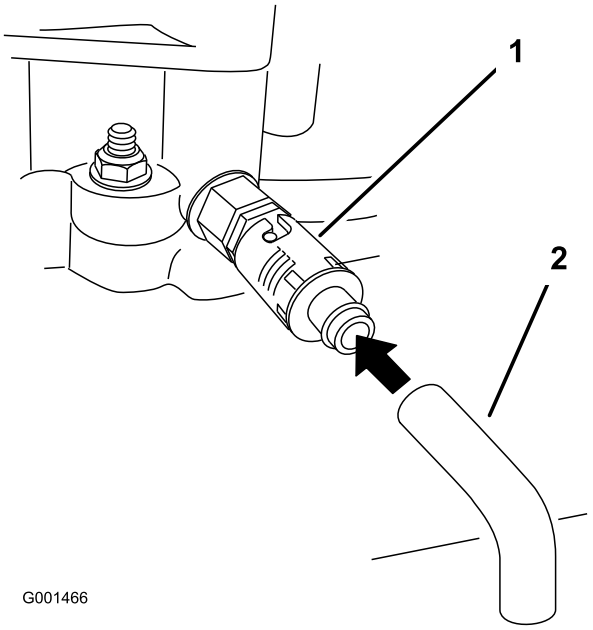

Figura 30
5. Coloque un recipiente debajo del tubo de vaciado. Gire la válvula de vaciado para que se drene el aceite (Figura 30).
7. Retire el tubo de vaciado (Figura 30).